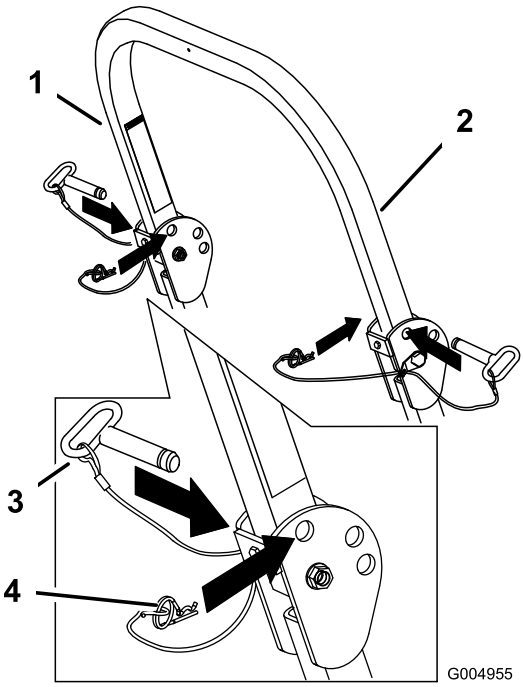

Figur 8
1. Fjern hårnålssplintpinnene og fjern de to pinnene (Figur 8).
3. Monter de to pinnene og fest dem med hårnålssplintpinnene (Figur 8).
4. Fjern hårnålssplintpinnene og fjern de to pinnene for å heve veltebøylen (Figur 8).
5. Hev veltebøylen til oppreist stilling og monter de to pinnene og fest dem med hårnålssplintpinnene (Figur 8).